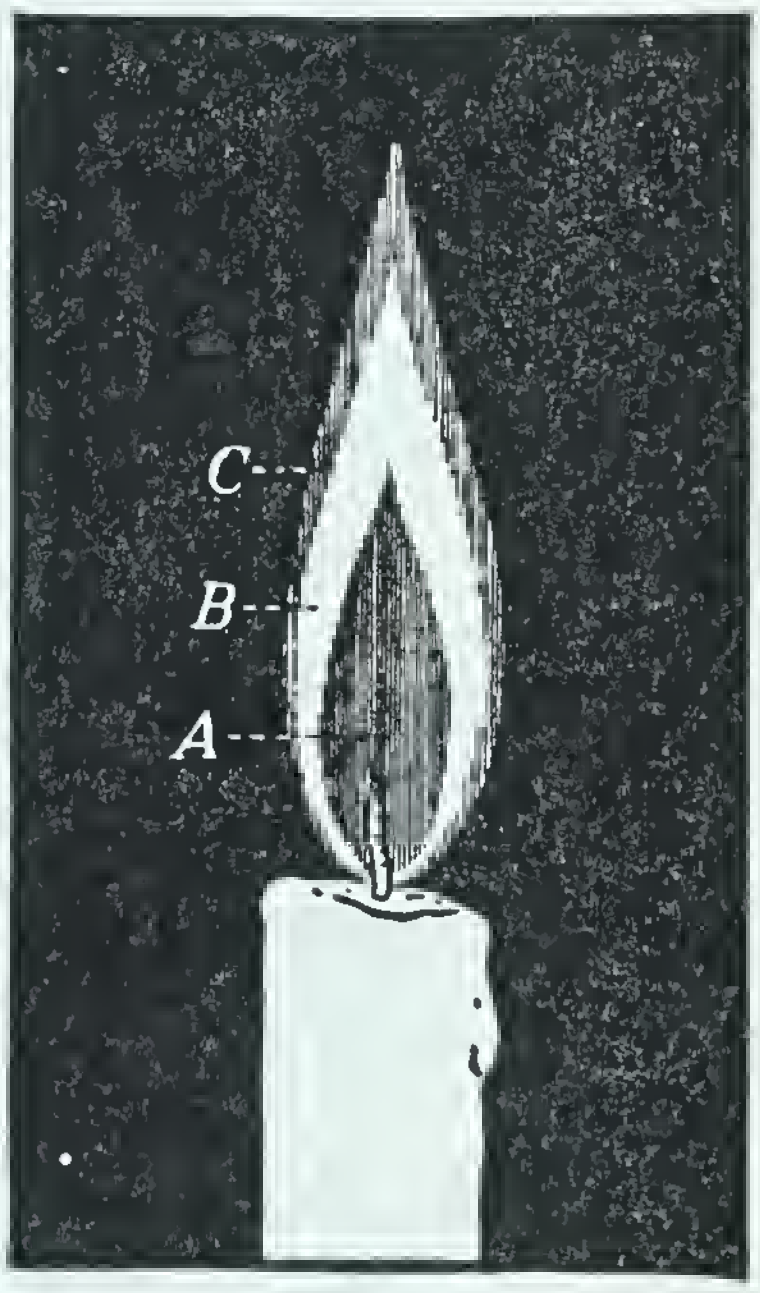

FIG. 325. The cones of a candle flame
The flames produced by the combustion of hydrocarbons such as are present in coal gas and natural gas, or of mixtures of hydrocarbons with related compounds as in candles, are much more complex because several reactions take place one after the other. For example, in the candle flame (Fig. 325) there are, broadly speaking, three cones: (1) The inner cone *A*, composed of combustible vapors. (2) A middle cone *B*, in which these vapors are decomposed by the heat. A small quantity of carbon is also set free, which, being heated to incandescence, makes the flame luminous. (3) An almost invisible narrow outer cone, or film, *C*, in which the hydrogen and carbon are burned to water and to carbon dioxide.
Oxidizing and reducing flames. The tip of the flame of a candle or of a Bunsen burner is very hot and air is abundant, so that anything heated in this part of the flame tends to be oxidized. So we call this part of the flame the *oxidizing flame.* The tip of the luminous cone (*B*, Fig. 325), on the other hand, contains the highly heated reducing gases hydrogen and carbon monoxide, and this part of the flame is called the *reducing flame.* Many metallic oxides, such as lead oxide, when heated in the reducing flame, are very easily reduced to metals.